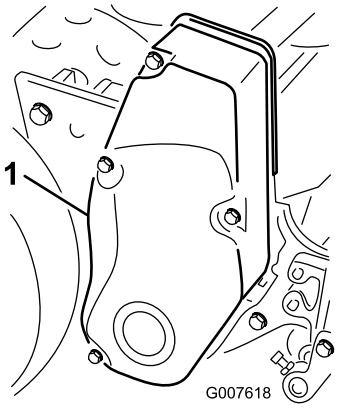

**Figur 38**
1. Fjern monteringsskruen på remdekslet og deretter remdekslet for å få tilgang til remmen (Figur 38).